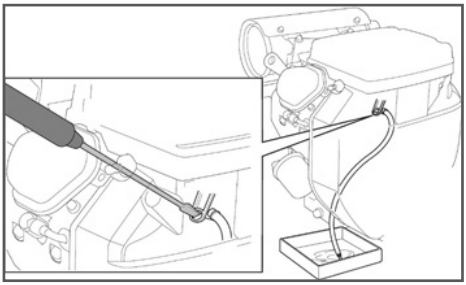

Рис. 15 Слив топлива из карбюратора
1. Слейте топливо из карбюратора (Рис.15).